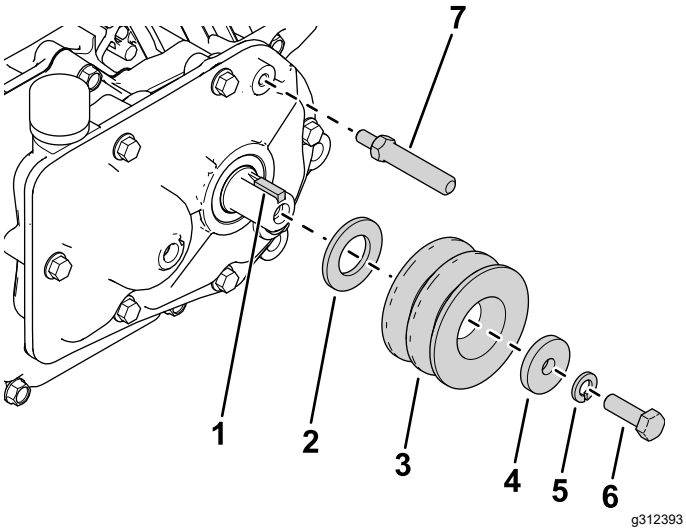

Figur 2
2. Monter firkantnøglen på udgangsakslen (Figur 2).
3. Monter den nye spændeskive (M20), remskive, spændeskive (5/16"), låseskive og bolt (5/16" x 1") som vist i Figur 2.
4. Monter traktionsdrejeakslen på gearkassen (Figur 2).